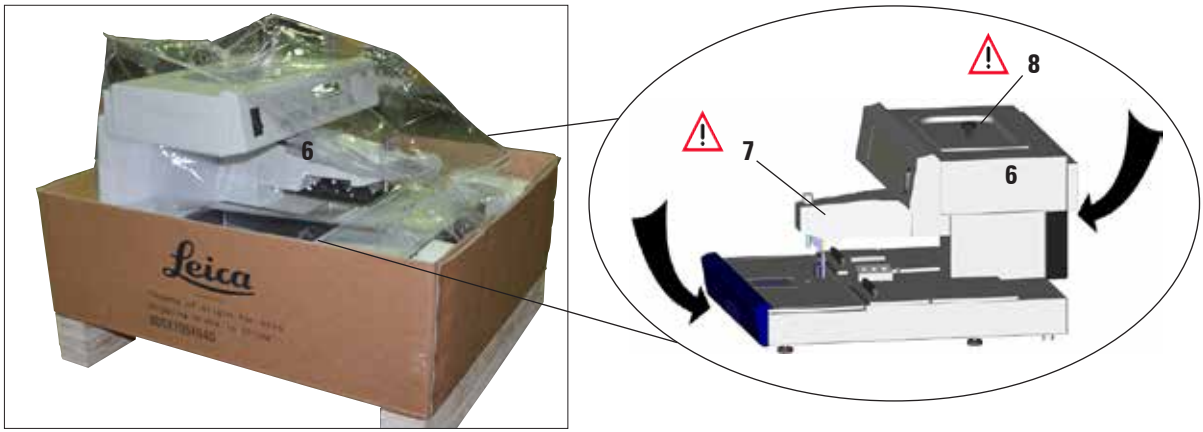

Fig. 5
5. För att lyfta upp instrumentet (**6**) ska du greppa det endast framtill och baktill på den lägre kåpans bas (pil i förstoringen till bild 5) och lyfta upp det från bottenplattan och ut.